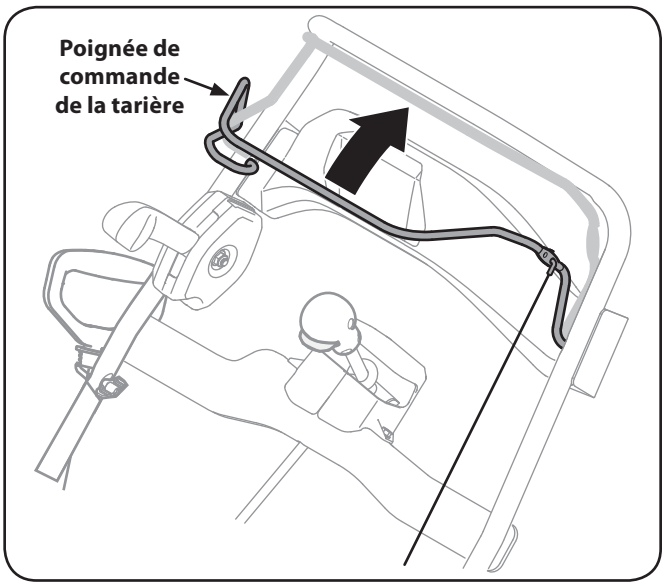

Figure 5-1
1. Pour engager les tarières et commencer à projeter la neige, serrez la commande de la tarière contre le guidon. Lâchez-le pour arrêter les tarières. Voir la Figure 5-1.